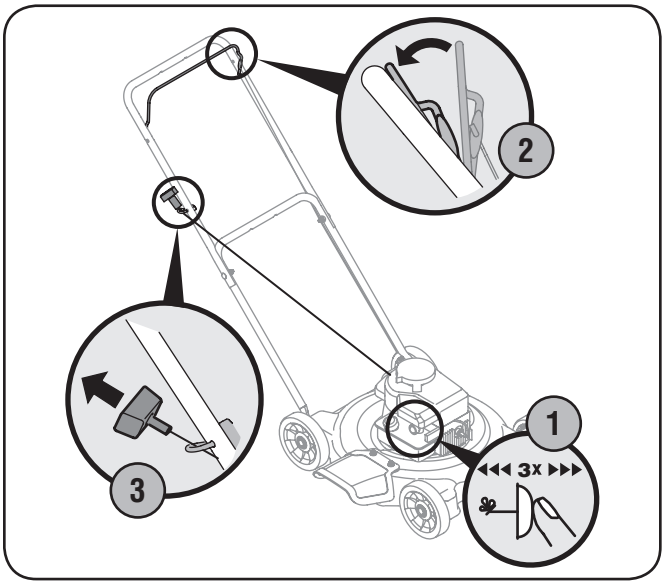

Figure 5-1
1. Comenzando el motor por primera vez, empuje el cebador (de ser equipado) cinco veces. Para todas las futuras ventajas, empuje el cebador tres veces. Espere aproximadamente dos segundos entre cada presión. Vea Figure 5-1. No cebe el motor caliente para reiniciarlo luego de una detención breve.
3. Sostenga firmemente las dos manijas juntas, tome la manija del arrancador de retroceso y tire de la cuerda para sacarla con un movimiento rápido y continuo. Vea Figure 5-1. Mantenga firme la manija del arrancador, deje que la cuerda regrese lentamente al arrancador.Repita hasta que el motor esté en marcha. Deje que la cuerda se enrosque lentamente de regreso.